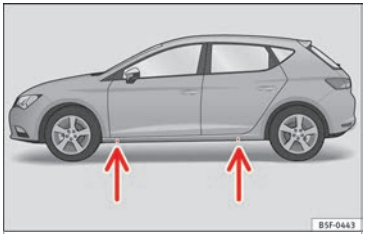

Fig. 74 Travesaño: marcas.
• Busque en el larguero la marca del punto de apoyo del gato (zona hundida) más cercano a la rueda a cambiar ››› fig. 74.